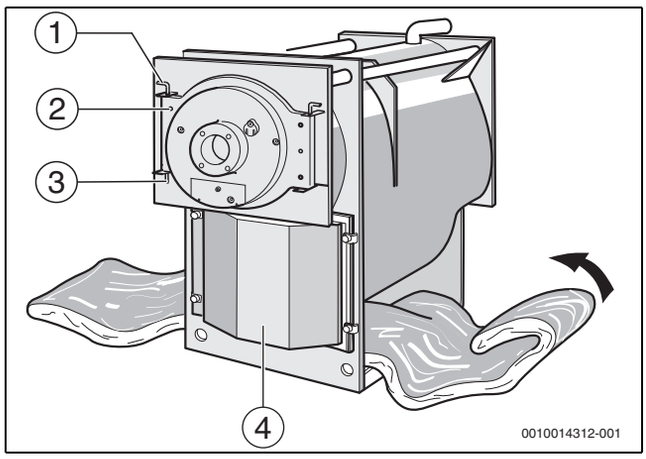

Bild 9 Wärmeschutzmatte unter dem Kessel durchschieben
- ▶ Darauf achten, dass beide Scharnierbolzen (→ Bild 9, [1], Seite 19) eingesteckt sind.
- ▶ Türschrauben [2] lösen und Feuerraumtür aufschwenken (→ Bild 9, Seite 19).
- ▶ Feuerraumtür schließen und mit Türschrauben [2] sichern (→ Bild 9, Seite 19).